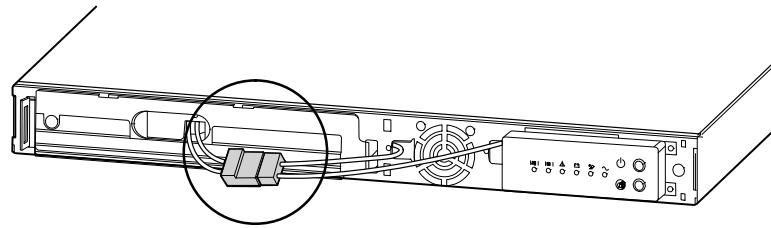

**Figure 4. Connecting the Internal Battery Connector**
4. Connect the internal battery connector (see Figure 4).